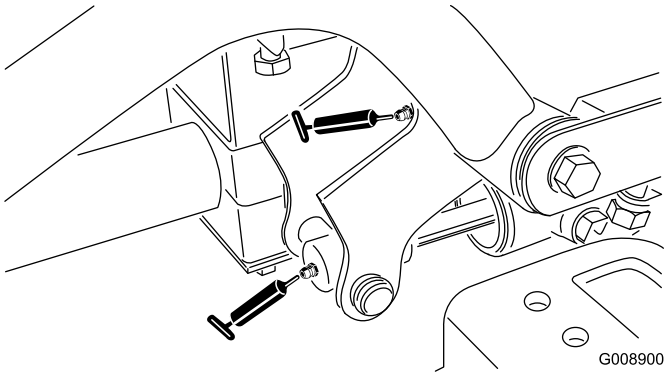

Figuur 37
- Draaipunt van voorste hefarm rechts en hefcilinder (2) (Figuur 37)